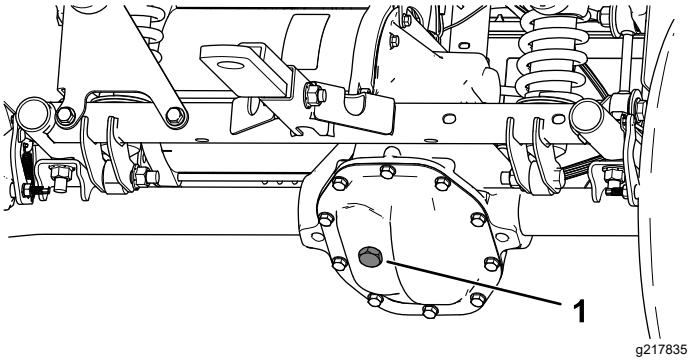

Figur 51
4. Fjern fyllepluggen på transakselen (Figur 51).
5. Hvis væskenivået er lavt, tar du av fyllepluggen og fyller på den spesifiserte væsken til den renner ut av hullet (Figur 51).
4. Fjern fyllepluggen på transakselen, og fyll transakselen med angitt væske til den renner ut av påfyllingshullet (Figur 51).